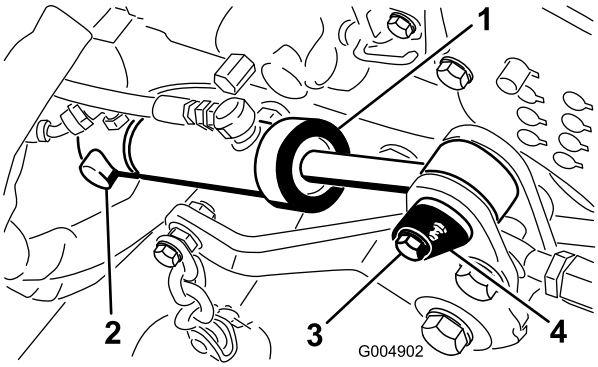

Figur 36
9. Fjern låseringen, der holder det bageste af skjoldløftecylinderen fast på drejetappen (Figur 36).
10. Fjern skruen, der fastgør den forreste cylinderdrejetap til plæneklipperstellet (Figur 36).